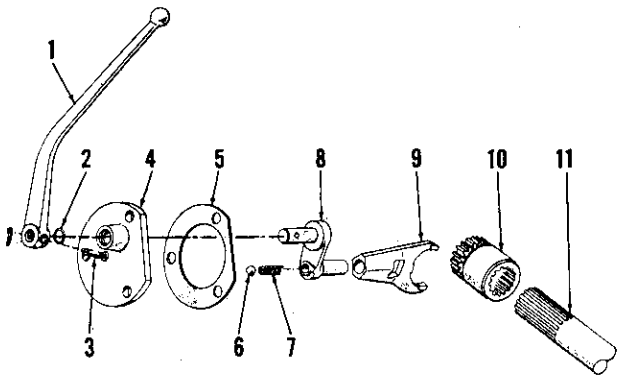
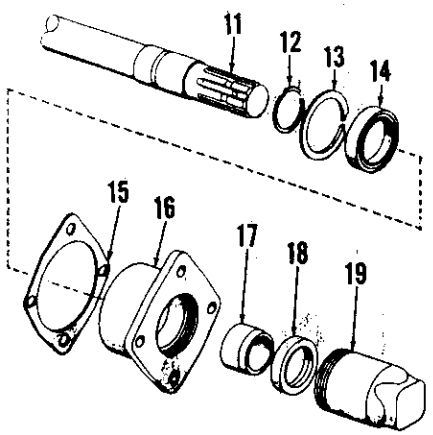
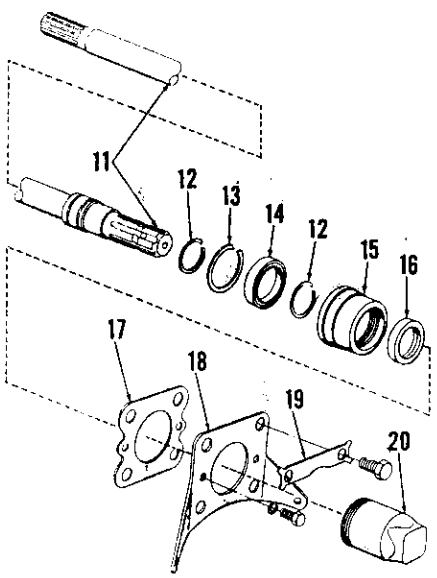

Fig. 352–Exploded view of PTO shift unit used with 6 or 8-speed transmissions with "live" or transmission type PTO options.
Fig. 353–Exploded view of PTO output shaft assembly for model 2000, 3000 and 4110 L.C.G. tractors.
Fig. 354–Exploded view of PTO output shaft assembly for model 4000 (except 4110 L.C.G.) tractors.
320. Power take-off is driven from the PTO countershaft which rotates inside hollow transmission countershaft. On all models with single clutch, power flow to both transmission and power take-off is stopped when transmission clutch is disengaged. On 3000 models with dual clutch, power flow to transmission is stopped when clutch pedal is depressed about half-way and power flow to both transmission and power take-off is stopped when clutch pedal is fully depressed. Refer to Fig. 352 for exploded view of shifter mechanism, to Fig. 354 for exploded view of model 4000 output shaft assembly and to Fig. 353 for exploded view of output shaft assembly for other models.
Then, unbolt retainer (16—Fig. 353) from rear axle center housing and withdraw the shaft, bearing and retainer assembly. Overhaul unit as outlined in paragraph 317 for 4-speed transmission equipped models.
NOTE: If the output shaft has been removed with the PTO shift mechanism in neutral position, or if the PTO shift lever has been moved while PTO output shaft is removed, the shift collar (10—Fig. 352) can fall out of shift fork (9). In either event, remove the shift cover and lever assembly as outlined in paragraph 323 and place collar on PTO countershaft in transmission before reinstalling output shaft.
Reinstall the PTO output shaft, bearing and retainer assembly with new gasket (15—Fig. 353) and tighten retaining cap screws to a torque of 35-47 Ft.-Lbs. Refill rear axle center housing with proper lubricant.
322. To remove PTO output shaft assembly on model 4000 tractor, proceed as follows: Drain lubricant from rear axle center housing and disconnect hydraulic lift lower link sway chains from retainer plate (18—Fig. 354). Be sure that the PTO shift lever is in engaged position, then unbolt and remove retainer plate from rear axle center housing and withdraw the output shaft, bearing and bearing support assembly.
To reassemble, install front snap ring on shaft and drive or press bearing tightly against snap ring and install the rear snap ring. Install new seal in support with sealing lip forward, lubricate seal and install shaft and bearing assembly in support. Install bearing retaining snap ring in front end of support, then install the assembly in rear axle center housing. Note: If output shaft was removed with PTO shift lever in disengaged position or if shift lever was moved while PTO output shaft was removed, remove shift lever and cover assembly as outlined in paragraph 323 and place shift collar (10—Fig. 352) on PTO countershaft in transmission before installing output shaft.
With output shaft assembly installed, reinstall retainer plate with new gasket (17—Fig. 354), tighten the large cap screws to a torque of 170-200 Ft.-Lbs. and the small cap screws to a torque of 35-47 Ft.-Lbs. Refill rear axle center housing and hydraulic system with proper lubricant.
323. **R&R AND OVERHAUL SHIFT MECHANISM.** First, drain rear axle center housing lubricant to below level of shift cover (4—Fig. 352) and remove the left step plate (foot rest). Then, unbolt cover from rear axle center housing and remove the cover, shift lever and shift fork assembly.
On models 2000, 3000 and 4110 L.C.G. with single speed PTO, the removed unit is similar to that used with other transmissions; refer to Fig. 351 or 353 for exploded view of unit and to paragraph 317 for service information. On model 4100 (except 4110 L.C.G.), the single speed PTO output shaft assembly is similar to that used with 8-speed transmission; refer to Fig. 354 for exploded view of unit and to paragraph 322 for service information.